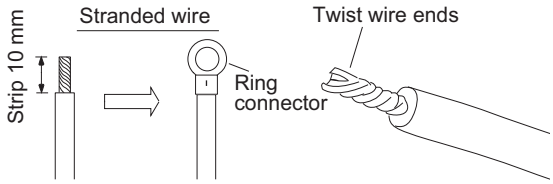

Fig. 2-223 Fig. 2-224
(1) Cut the wire end with a cutting pliers, then strip the insulation to expose the stranded wiring about 10 mm and tightly twist the wire ends. (Figs. 2-223 and 2-224)
(2) Using a screwdriver, remove the terminal screw(s) on the terminal plate.
(3) Using a ring connector fastener or pliers, securely clamp each stripped wire end with a ring connector. (Fig. 2-223)